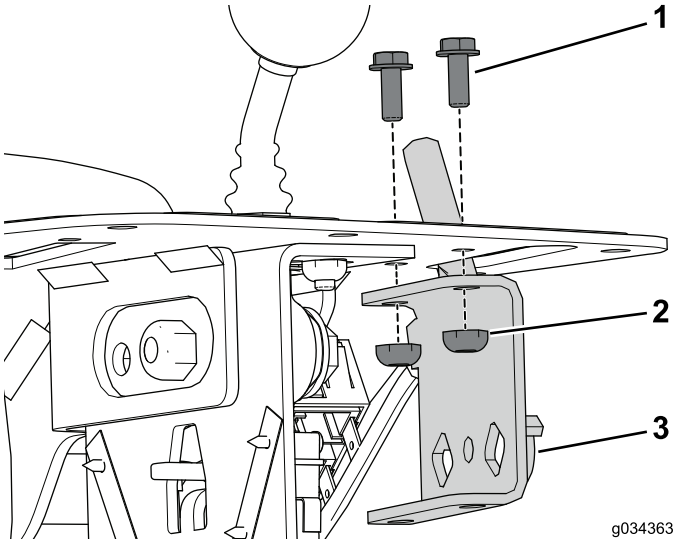

**Figura 3**
2. Remova e deite fora os dois parafusos e porcas que fixam o conjunto do regulador ao conjunto da consola (Figura 3).